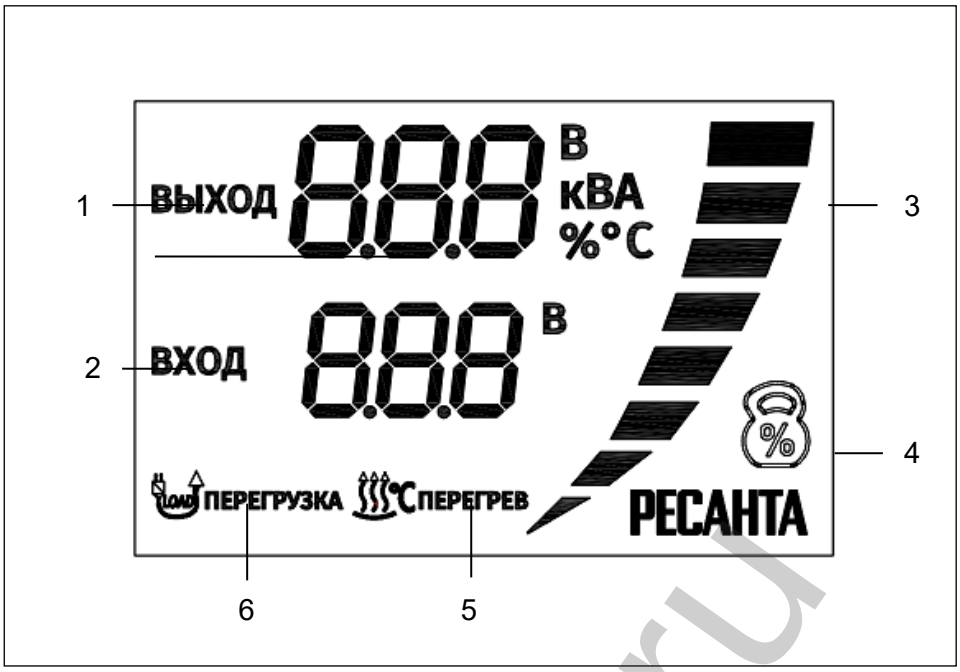

Рис. 4. Дисплей
*Расчёт мощности произведён для работы стабилизатора при входном напряжении более 190 В. Если напряжение ниже 190 В, необходимо учитывать поправку согласно рис.4.